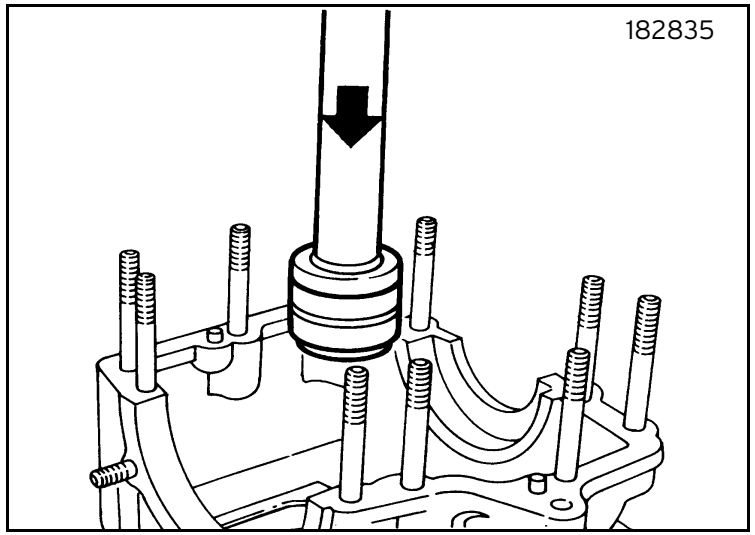

Fig. 35
- Use a suitable block to fit the roller bearing (figure 35).